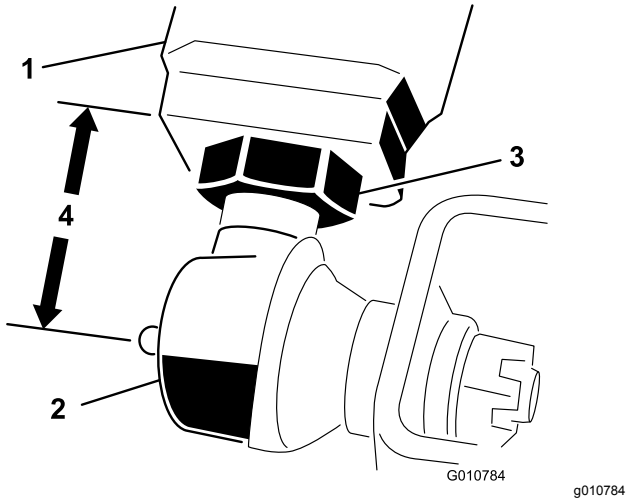

Figur 6
2. Mät avståndet från änden av varje lyftarm till mitten på kulleden (smörjnippel). Avståndet ska vara 57 mm (Figur 6).